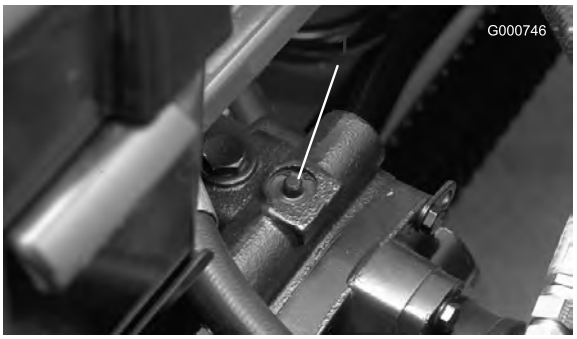

Figura 37
1. A válvula de derivação está localizada sobre a bomba de deslocação variável (Figura 37). Rode a válvula 90°, em qualquer direcção, para permitir a passagem do óleo internamente. Após este procedimento, torna-se possível deslocar lentamente a máquina sem danificar a transmissão.